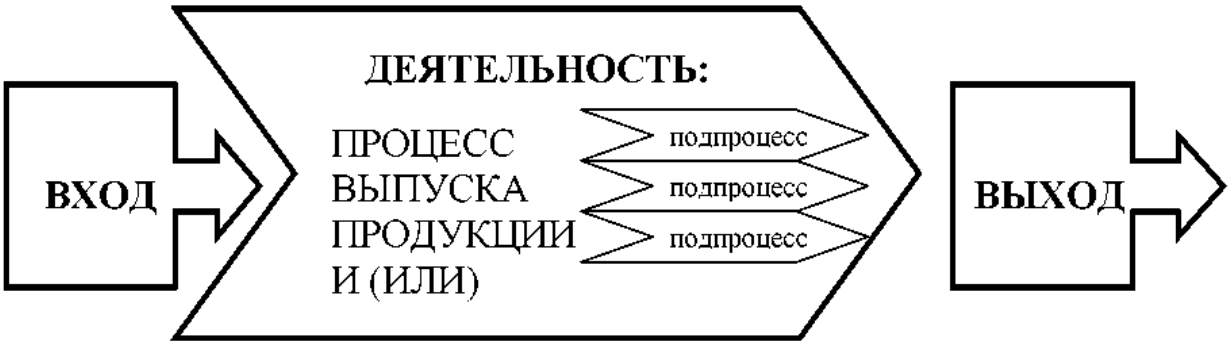

Рисунок 1. Модель процесса производственной деятельности
1. Основополагающая концепция процесса состоит из трёх элементов: «вход», «деятельность» и «выход» (рис. 1). Деятельность может быть представлена как комплекс работ - процессов и составляющих их подпроцессов различных уровней, рассматриваемых в свою очередь как последовательность технологических операций и действий.